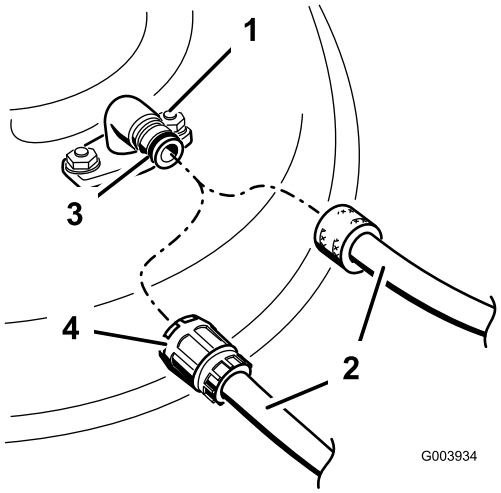

Figuur 69
3. Bevestig de slangkoppeling aan de wasaansluiting van de maaimachine en draai de waterkraan helemaal open (Figuur 69).